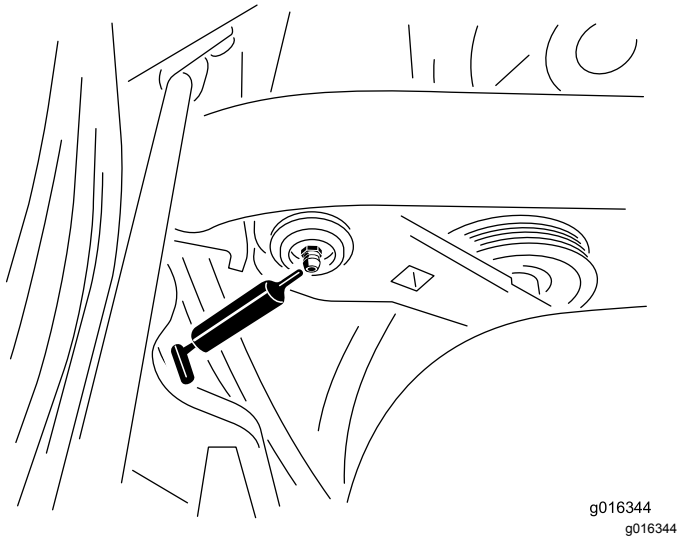

Figur 43
1. Torka av smörjnippeln så att främmande partiklar inte kan tränga in i lagren eller bussningarna (Figur 43).